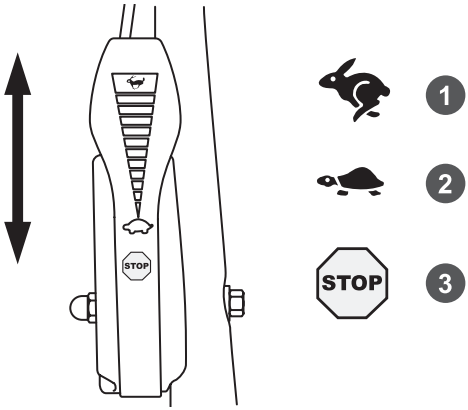

Рис. 10 Положения рычага газа (вид сверху)
2. Переведите рычаг газа сначала в положение 1, затем в положение 3, после чего установите рычаг в среднее положение (Рис. 10).
Если после неоднократных попыток запуска двигатель не запускается, возможно, ручной топливный насос был использован слишком много раз и камера сгорания двигателя была переобогащёна топливом. Установите рычаг газа в положение максимальных оборотов (положение 1 - «Заяц», Рис. 10) и повторите попытку запуска. Если в результате этого двигатель всё равно не запускается обратитесь к таблице ПОИСК И УСТРАНЕНИЕ НЕИСПРАВНОСТЕЙ. Если и это не помогает, то обратитесь в авторизованный сервисный центр.
2. Переведите рычаг газа в положение 2 холостых оборотов (Рис. 10) и дайте двигателю поработать в течение 30 секунд.
3. Переведите рычаг газа в положение 3 остановки двигателя (Рис. 10).